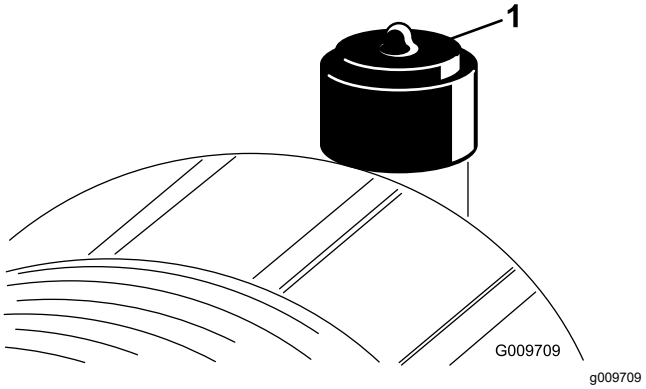

Figur 84
Utför service på luftrenarfiltret bara när serviceindikatorn (Figur 84) anger att det krävs. Om du byter ut luftfiltret tidigare ökar det risken för att smuts kommer in i motorn när filtret tas bort.
9. Nollställ indikatorn (Figur 84) om den är röd.